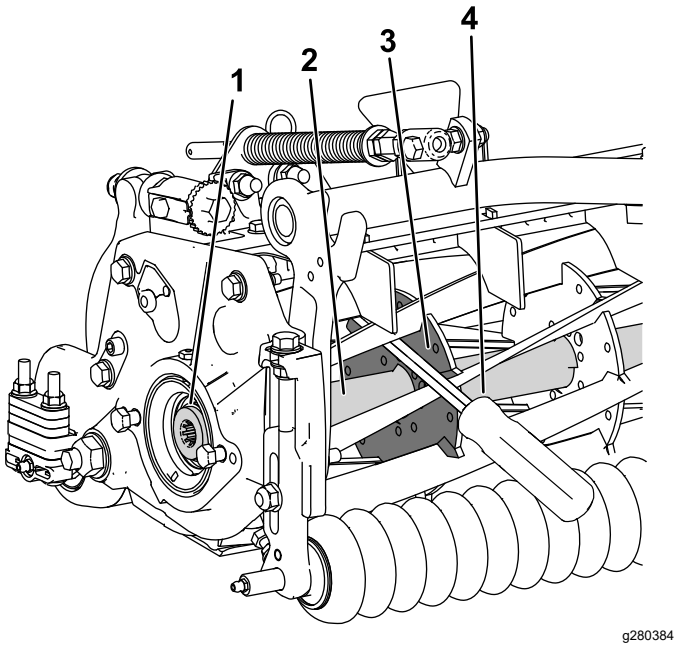

Figura 29
1. Inserite un piede di porco con manico lungo (⅜" x 12" raccomandato, con manico a cacciavite) attraverso la parte anteriore del cilindro di taglio, più vicino al lato dell'apparato di taglio da serrare (Figura 29).
2. Posizionate il piede di porco contro il lato di saldatura del rinforzo del cilindro di taglio interno (Figura 29).